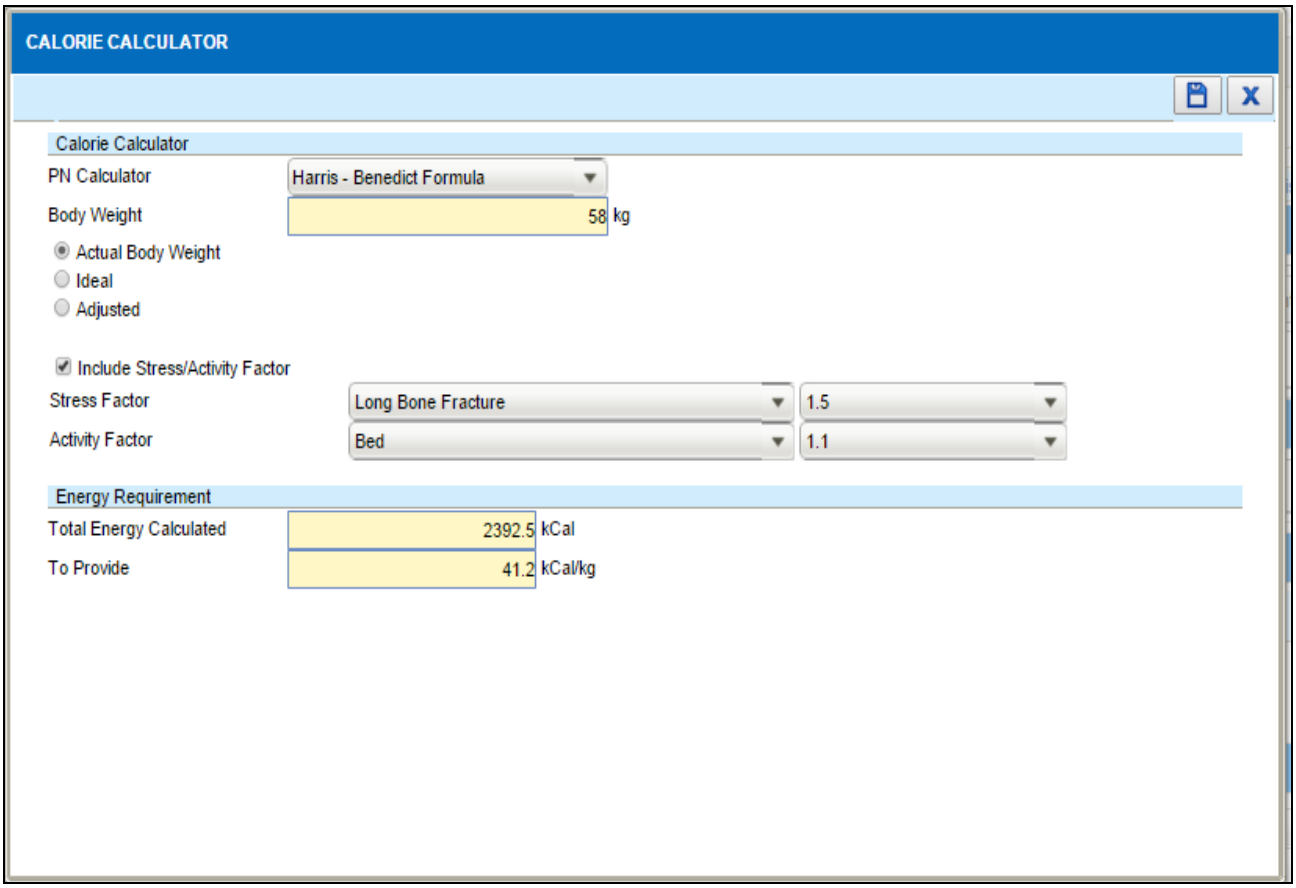

Figure 4.2-9 Calorie Calculator
- *Amount of 'Total Energy Calculated' and 'To Provide (kCal/kg)' will be automatically calculated after selected the 'Activity Factor' as per Figure 4.2-9.*